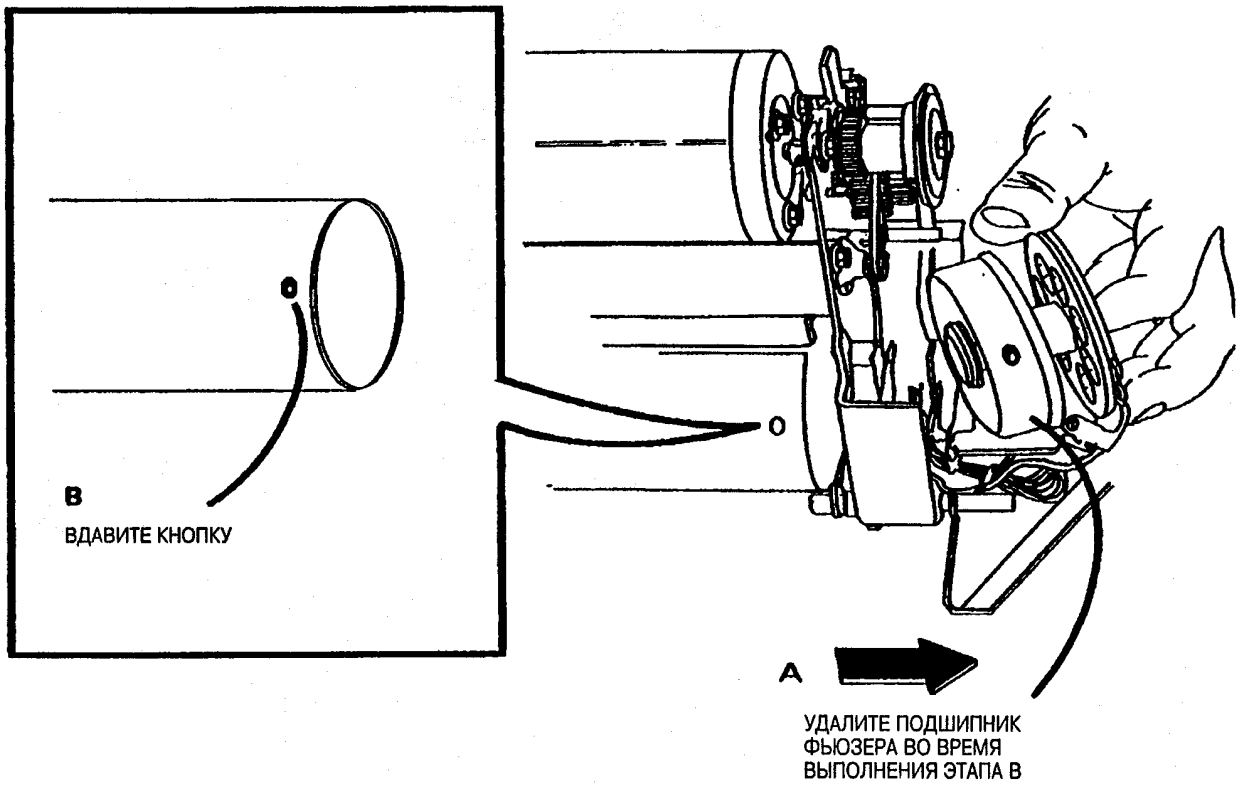

Рис. 1. Приготовьтесь к удалению вала фьюзера
6. (Рис. 1): Подготовьтесь к удалению вала фьюзера.